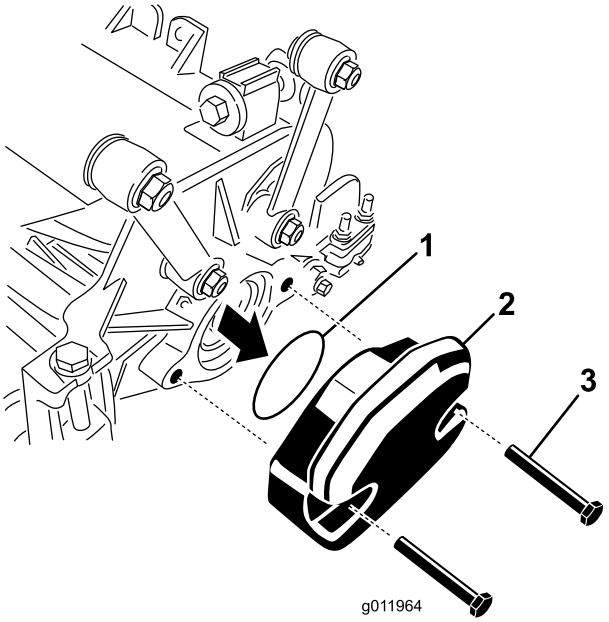

Figur 23
2. Ta bort vikten och o-ringen (Figur 23) från den inre änden på den högra klippenheten.